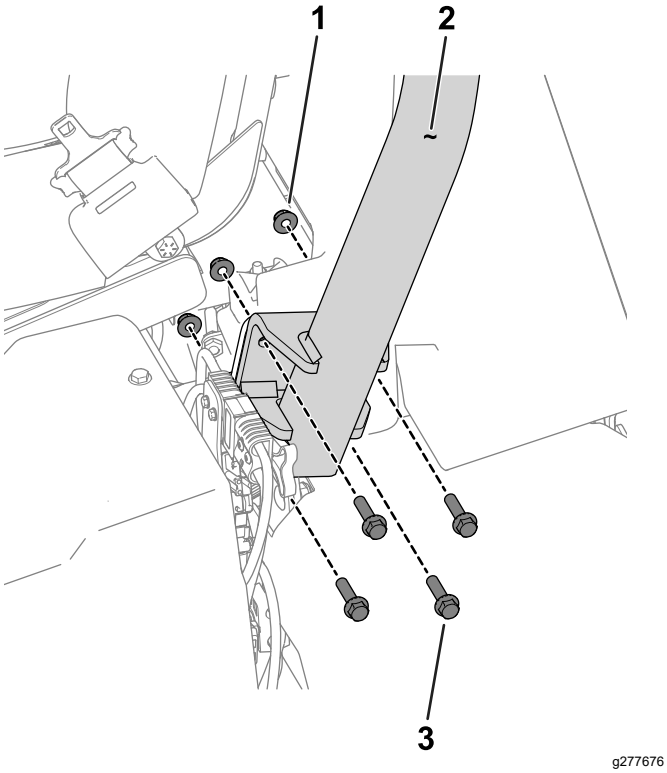

Figure 3
3. Avec 8 boulons à tête hexagonale (⅜" x 1½") et 8 écrous (⅜"), fixez l'arceau de sécurité sur ses supports de chaque côté de la machine (Figure 3).